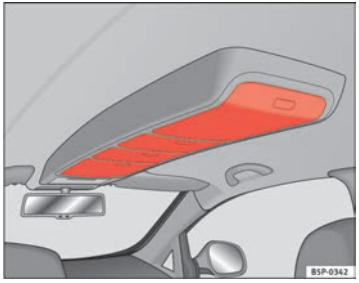

Fig. 105 Roof storage compartments
– Press the button on the cover to open these compartments ⇒ fig. 105. The cover will then open.